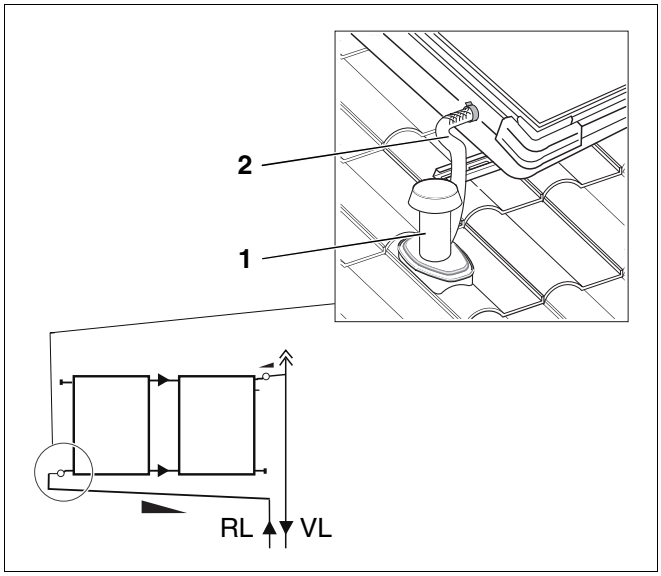

Afb. 43 Retour aansluiten
Let er bij de montage op, dat de retourleiding onder het collectorveld met een stijging naar het collectorveld ligt (afb. 43).
- Fixeer de lange slang (afb. 43, **pos. 2**) met de veerklemring aan de collector.
- Voer de retourleiding via een geschikte dakdoorvoer (bv. sanitaire verluchtingskap) naar de zolderruimte (afb. 43, **pos. 1**).